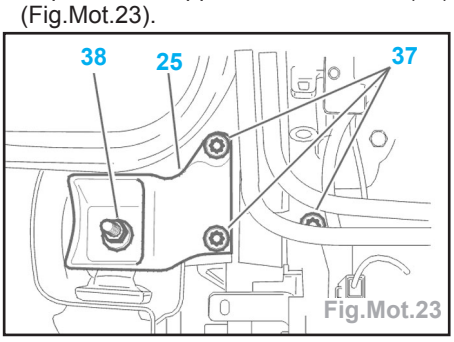

Fig.Mot.23
- Reposer le support moteur droit (25) (Fig.Mot.23).